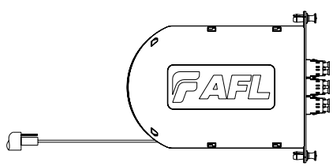

Figure 14
2. Refer to the Poli-MOD instructions to properly join the Poli-MOD module to the cable. When using a cable with a strength member, be sure to leave 1-2" exposed for mounting into the enclosure **(Figure 14)**.